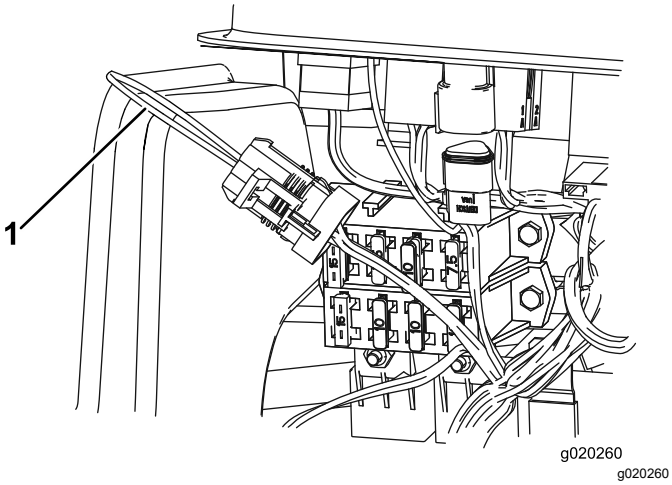

Figuur 41
3. Zoek de kabelboom en de kringloopstekker (Figuur 41).